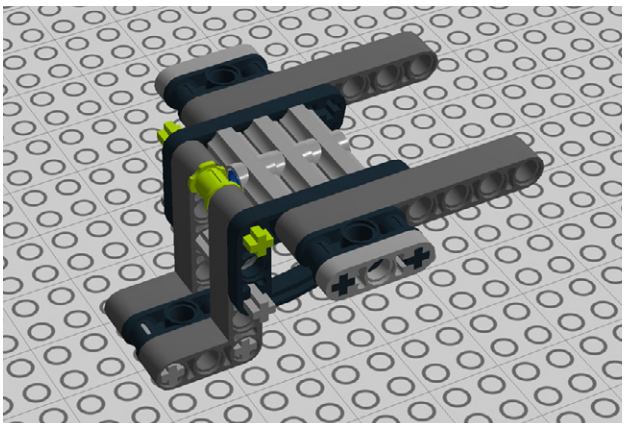

Figure 1-42. *Step 38: Adding another axle*
38. Add another 5M axle, but this time, hold a bush in place in the middle with your fingers as you slide the axle through, as shown in Figure 1-42.